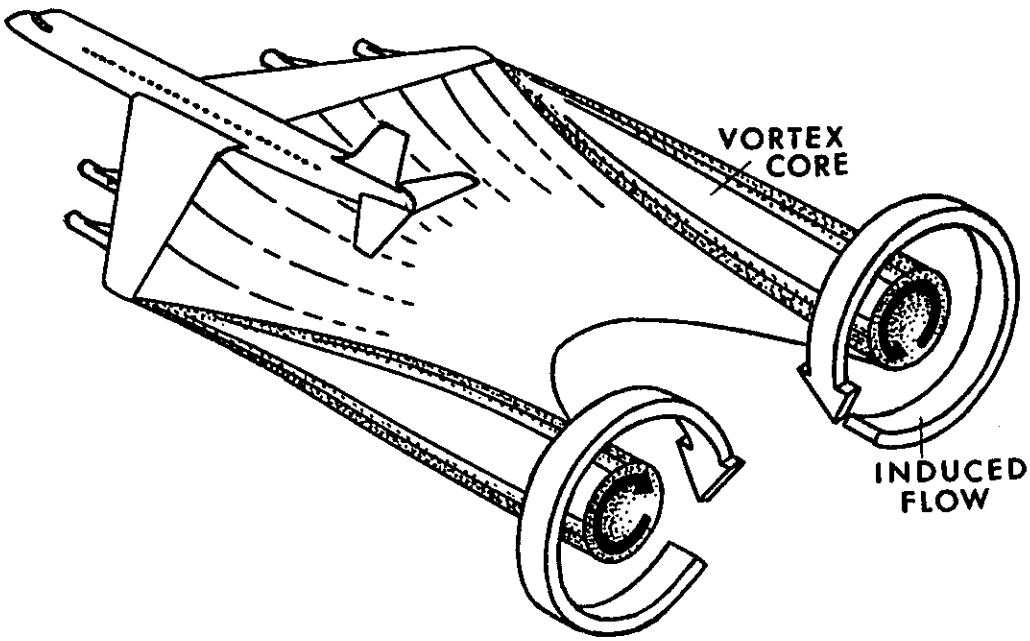

Figure 2.
5. VORTICES. A vortex core is the center of a trailing mass of disturbed air created by the wing of an aircraft as it produces lift. An aircraft creates two such vortices with rotational air movement. As a lift-producing air foil passes through the air it leaves a continuous sheet of unstable air behind the trailing edge. Due to spillage about the wing tips, the air rolls into two distinct vortices, one trailing behind each wing tip. The roll up process is normally complete at a distance equal to about two to four times the wing or rotor span of the aircraft - about 200 to 600 feet behind the aircraft. If visible, formation of the vortex cores would appear approximately as shown in Figure 2.